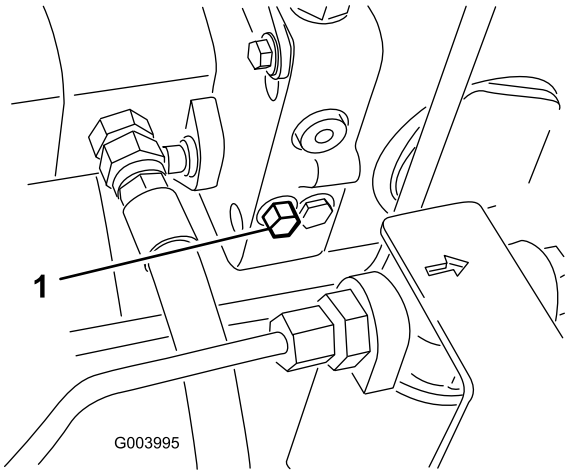

Figuur 39
1. De omloopklep bevindt zich links van hydrostaat (Figuur 39). Draai de omloopklep 1–1/2 slag om deze te openen en de olie inwendig om te laten leiden. Omdat de vloeistof is omgeleid, kan de machine worden voortbewogen zonder dat de transmissie wordt beschadigd.